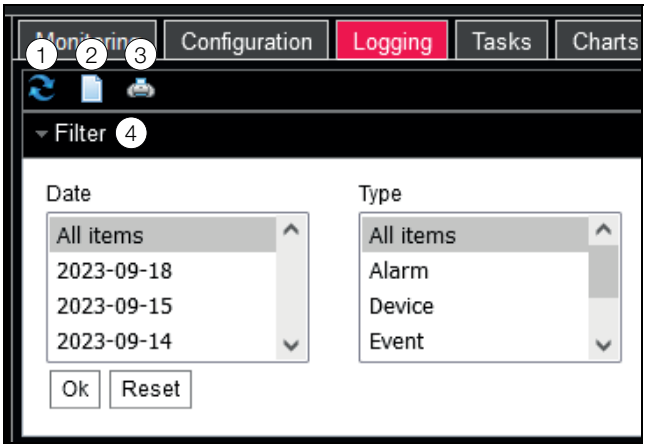

Fig. 69: Logging tab
- Click on the first symbol on the left (fig. 69, item 4).
- Click on the first symbol from the left (fig. 69, item 1).
- Click on the third symbol from the left (fig. 69, item 4).
- Click on the second symbol from the left (fig. 69, item 2).